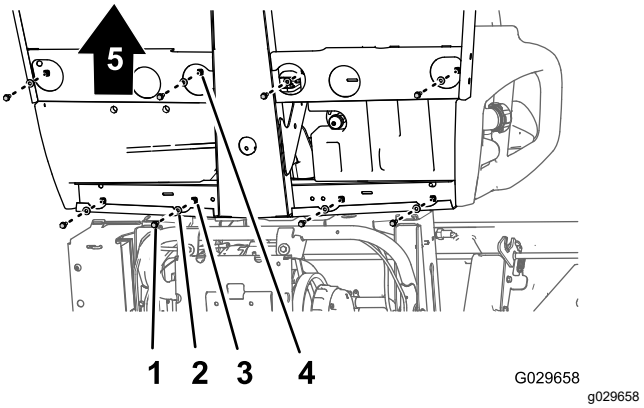
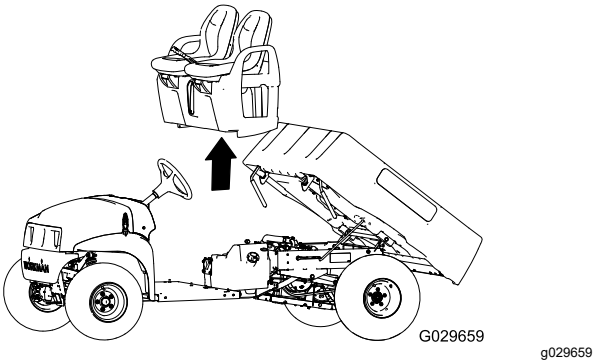

Figuur 44
Figuur 45
1. Verwijder aan de onderkant van de machine de 8 flenskopbouten en 8 ringen waarmee de stoelbasis is bevestigd aan de vloerplaat en het achterste kanaal van de cabine (Figuur 44).
2. Til voorzichtig de stoelen, de stoelbasis en de kabels van de parkeerrem van de machine (Figuur 44).
1. Til de stoelen en de stoelbasis op de machine en lijn de remkabels uit met het chassis (Figuur 44 en Figuur 45).
2. Lijn de openingen in de stoelbasis uit met de openingen in de vloerplaat en het achterste kanaal van de cabine (Figuur 44 en Figuur 45).